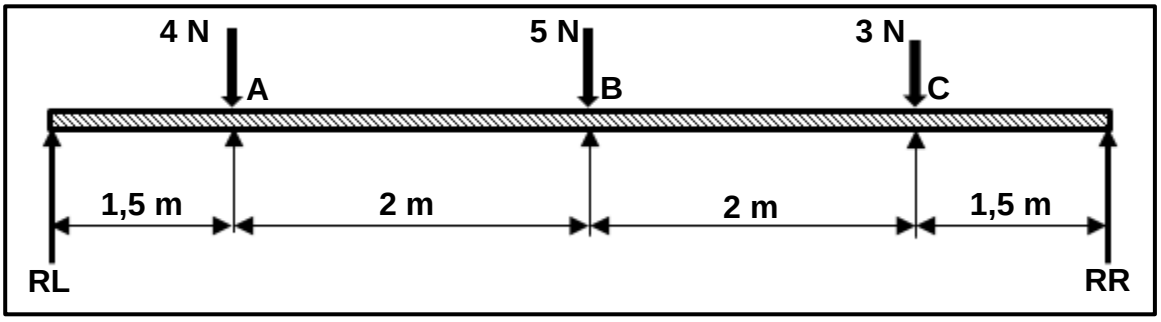

FIGUUR 7.1
7.1 FIGUUR 7.1 hieronder toon 'n balk wat aan drie puntladings onderwerp word.